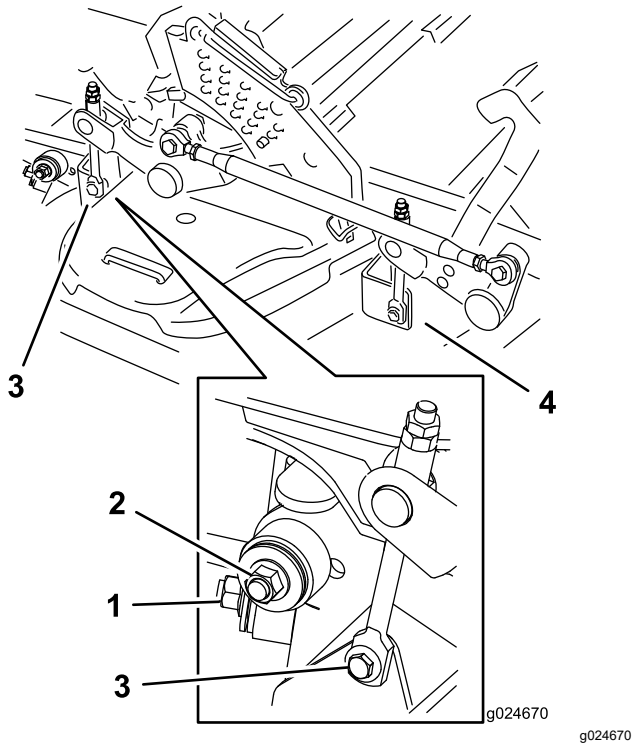

Figur 120
7. Ta bort och håll reda på beslagen på däckets båda sidor enligt Figur 120.